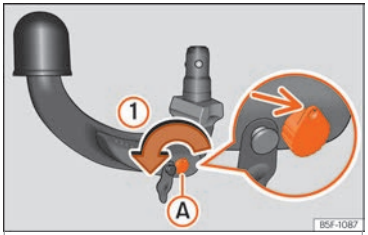

Fig. 292 Step 1.
- Turn the key in the direction of arrow (1) until the part of the key with the holes reaches the top position ››› Fig. 292 (arrow).